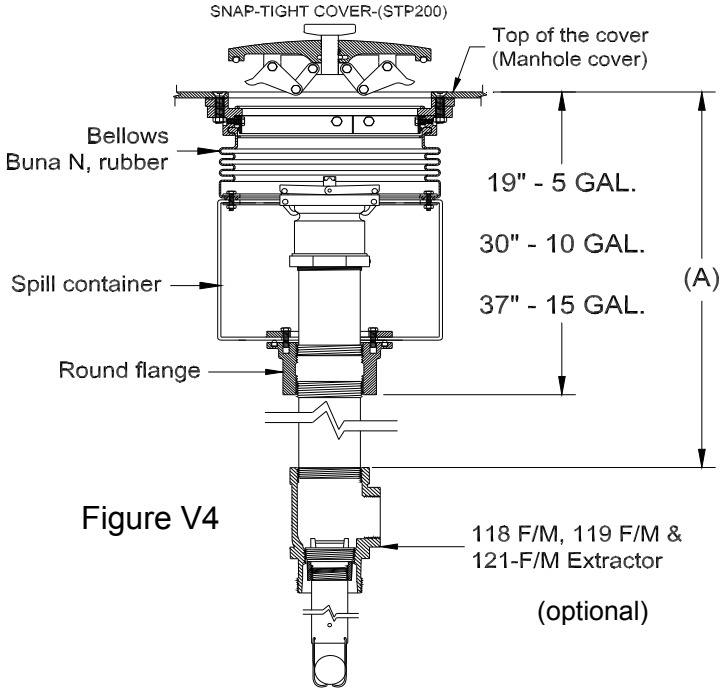

Figure V4
a) The length of the 4 inch vapor riser pipe will vary depending upon the size of the vapor spill container and the depth of the underground storage tank. To determine the length of the vapor riser pipe, measure the distance (dimension A) from the top of the manhole cover to the top of the tank bung, T-fitting or extractor (see Fig. V4).
b) Deduct 19 inches (plus or minus ½ inch) for the five (5) gallon vapor spill containers.